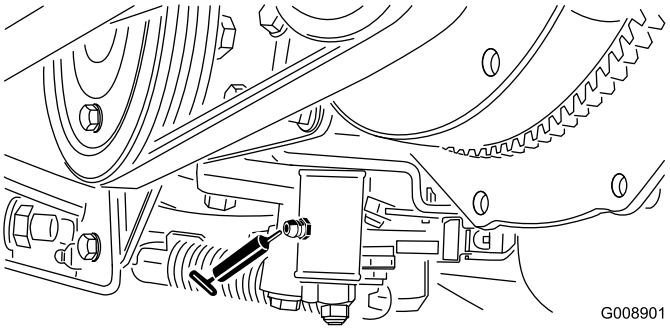

**Figur 37**
- Justeringsmekanism för neutralläge (Figur 37)